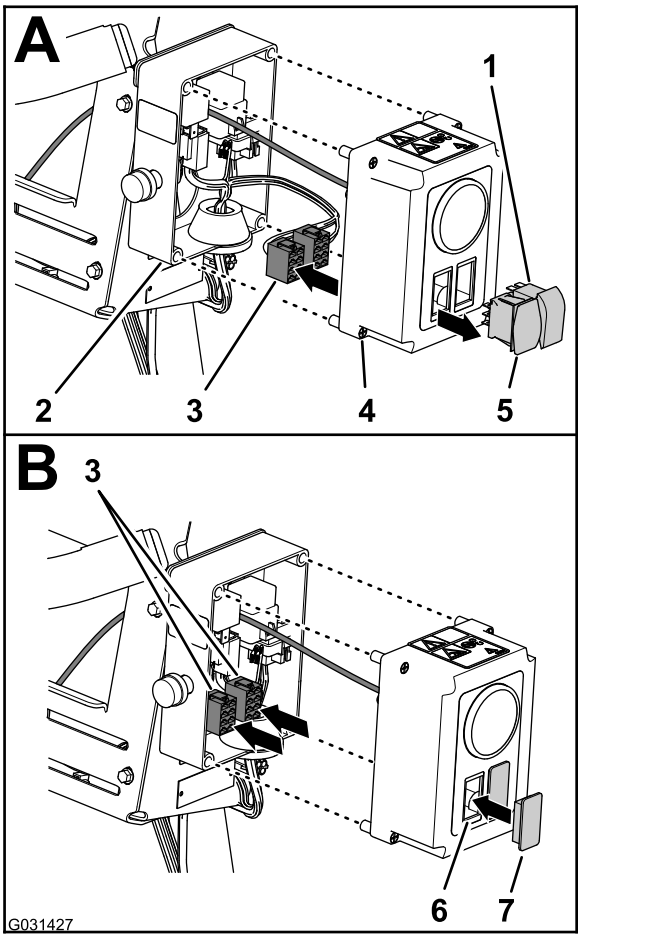
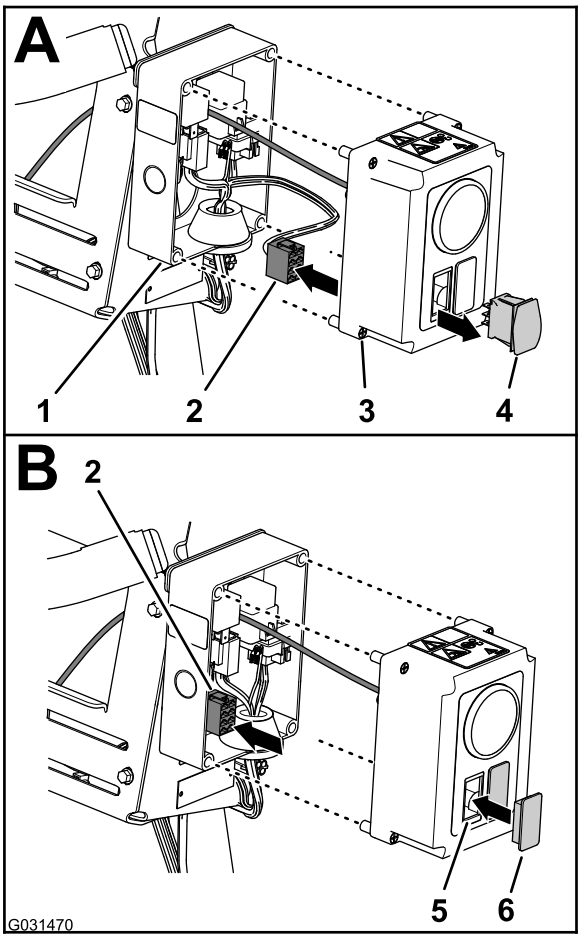

Figur 15
Figur 16
1. På kontrolkassen til det elektriske slangetromlesæt skal du løsne de 4 dækselskruer, der fastgør dækslet til kontrolkassen, og forsigtigt trække dækslet ud (Figur 15).
A. Tag de to konnektorer (8 sokler) til kontrolkassens ledningsnet ud af trykreguleringskontakten og tænd/sluk-kontakten (Figur 15).
B. Før de to konnektorer med (8 sokler) ind i kontrolkassen (Figur 15).
C. Klem låsetapperne på de to kontakter, og tryk kontakterne ud af dækslet til kontrolkassen (Figur 15).
A. Frakobl konnektorerne med 8 sokler til kontrolkassens ledningsnet fra trykreguleringskontakten (Figur 16).
B. Før konnektoren med 8 sokler ind i kontrolkassen (Figur 16).
C. Klem låsetapperne på kontakten, og tryk kontakten ud af dækslet til kontrolkassen (Figur 16).
3. Ret kontaktproppen(-erne) ind efter åbningen(-erne) i dækslet, hvor du fjernede kontakterne (Figur 15 og Figur 16).
4. Sæt kontaktstikket(-ene) i dækslet, indtil proppen(-erne) klikker fast i dækslet (Figur 15 og Figur 16).
5. Ret dækslet ind efter kontrolkassen, og fastgør dækslet til kassen med de fire dækselskruer (Figur 15).